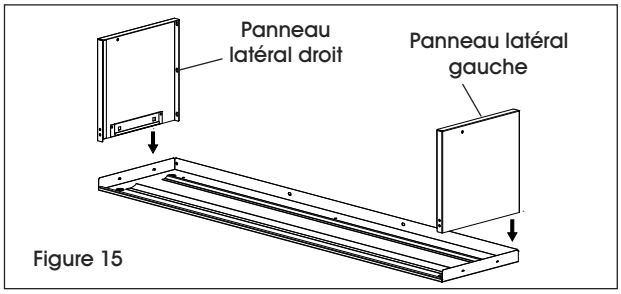

Figure 15
3. Fixez le panneau latéral droit en insérant les languettes de verrouillage dans les trous carrés correspondants du panneau supérieur. Tapotez légèrement avec un maillet en caoutchouc pour permettre aux languettes de s'enclencher complètement. Répétez pour le panneau latéral gauche. (Voir Figure 15)